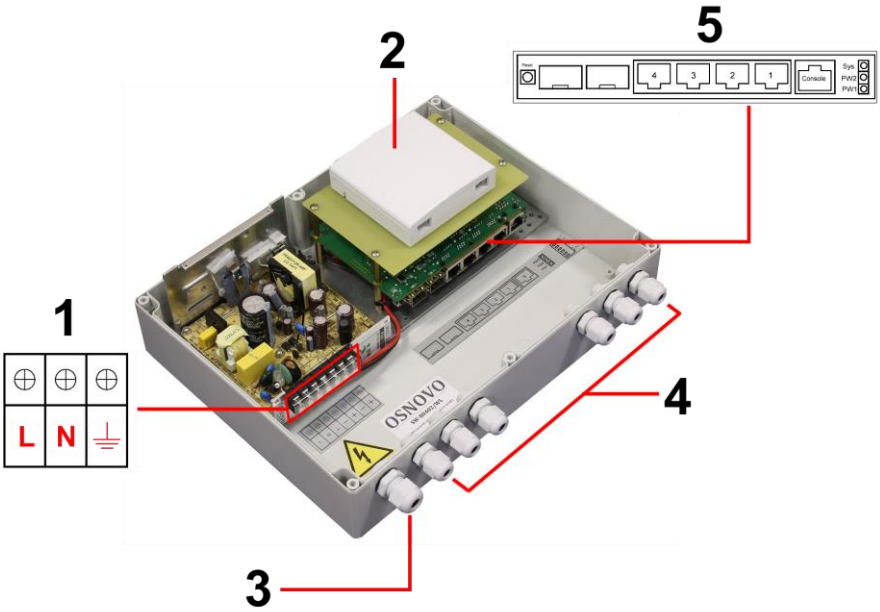

Рис. 4 Подключение уличного коммутатора SW-80402/WL
1. Проденьте кабели витой пары через соответствующие отверстия гермовводов (4) снаружи внутрь бокса (рис.4).